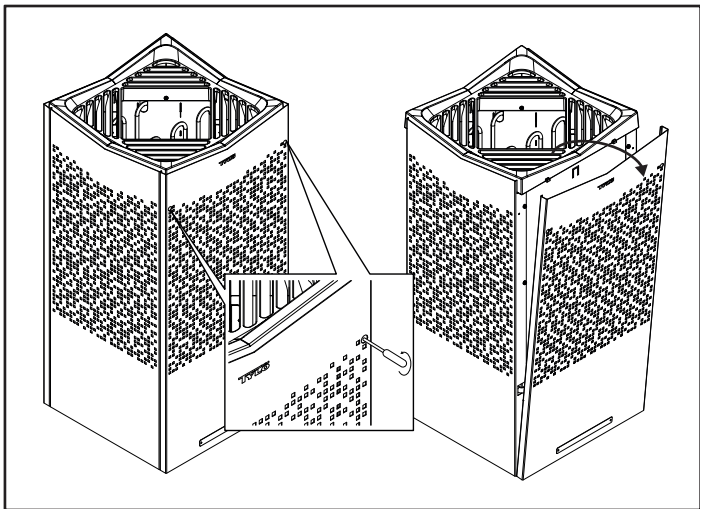

Rysunek 7. Wykręć ukryte wkręty torx 20, a następnie zdejmij panele przedni.
1. Zdejmij panele przedni, rysunek 7.